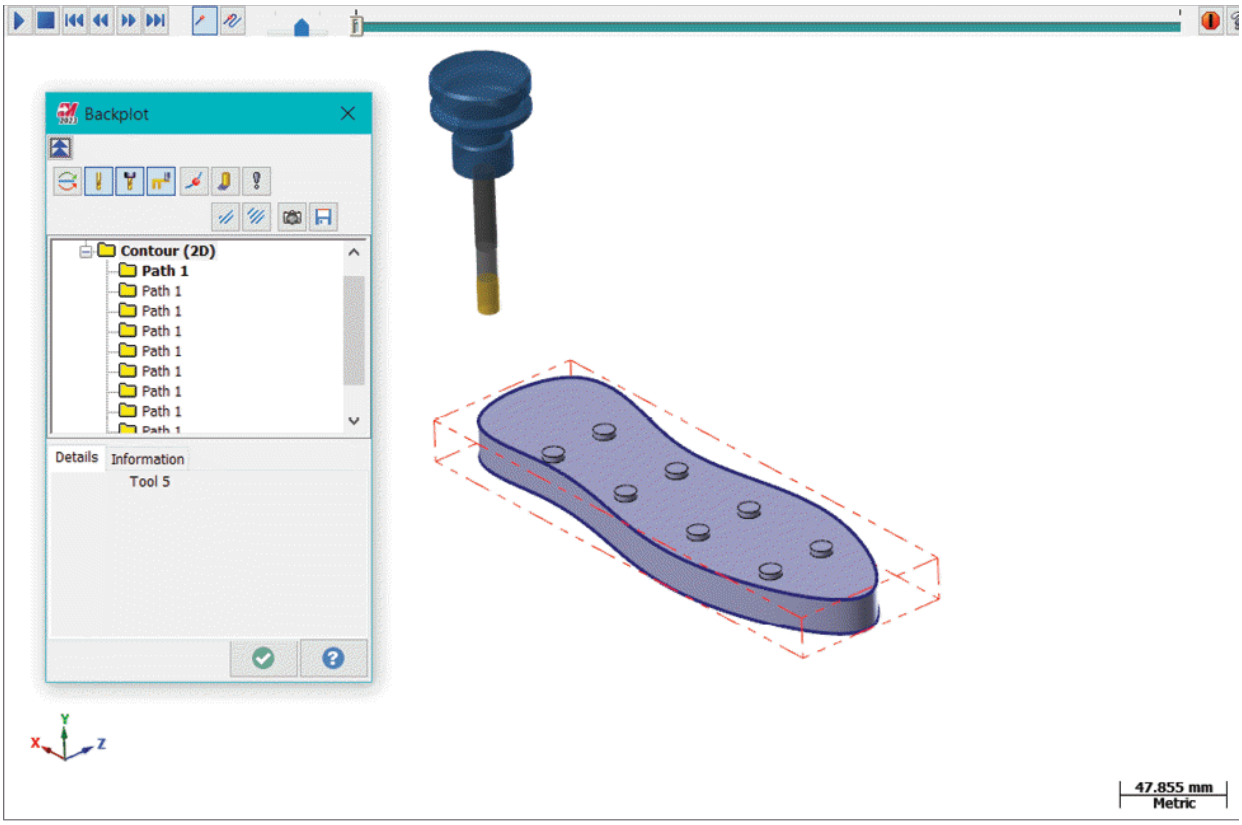

Figure-19. Backplotting a toolpath
- To display the simulation of the material removal, click on the **Backplot selected operations** button from **Mastercam Toolpath Manager**. The **Backplot** dialog box will be displayed with the prototype of tool and model; refer to Figure-19.